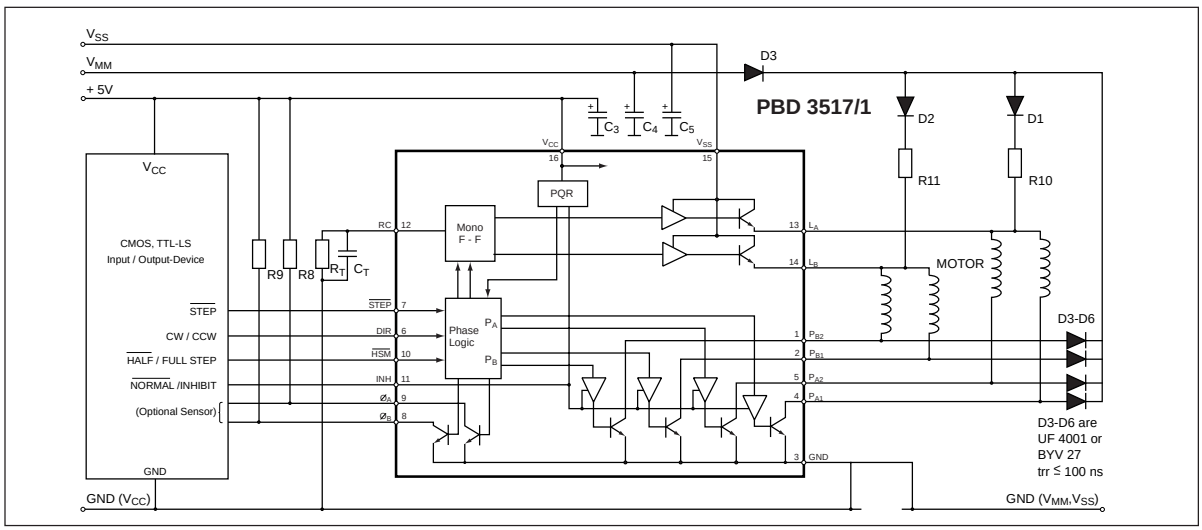

Figure 14. Typical application.
In a low-voltage system, where high motor performance is needed, it is also possible to double the motor voltage by adding a few external components, see figure 14.
For figures 14 and 15. Note that “Larger than …” is normally the vice versa of “Smaller than … .”
The phase outputs are connected directly to the motor as shown in figure 14.
- A bipolar motor without a center tap is used. Exchange motor for unipolar version. Connect according to figure 14.